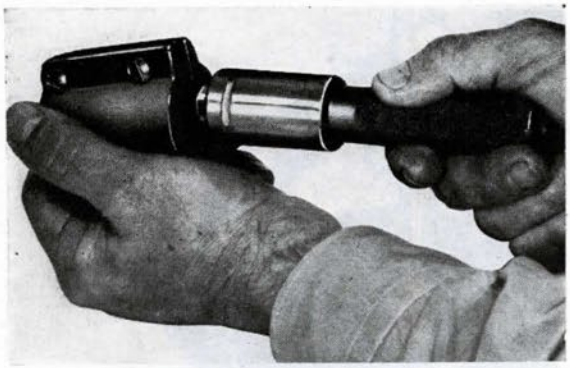

Figure 172
(12) Remove WE51, with rings, and examine rings to see that butt ends are closed together (Fig. 172).